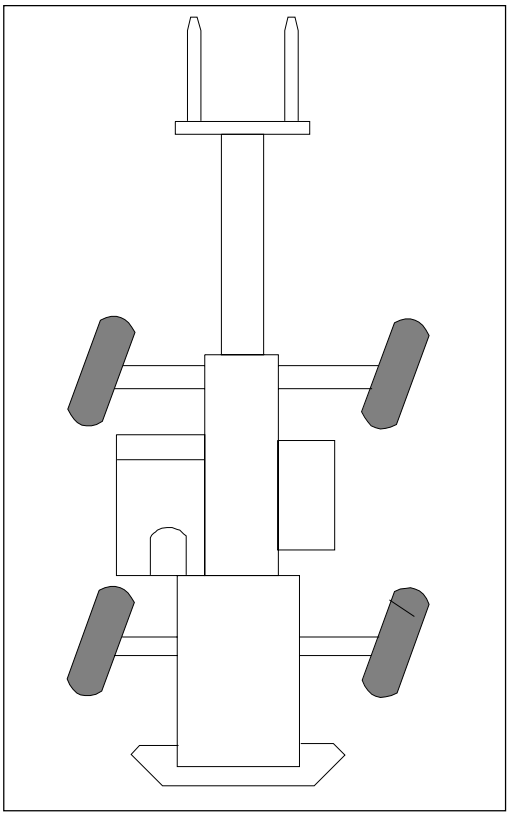

Figure 12. Oblique Steering Mode.
a. OBLIQUE. (Shown in Figure 12 on the following page.) In this position all four wheels will turn in the same direction. This steering mode should not be used at speeds exceeding 2 MPH.